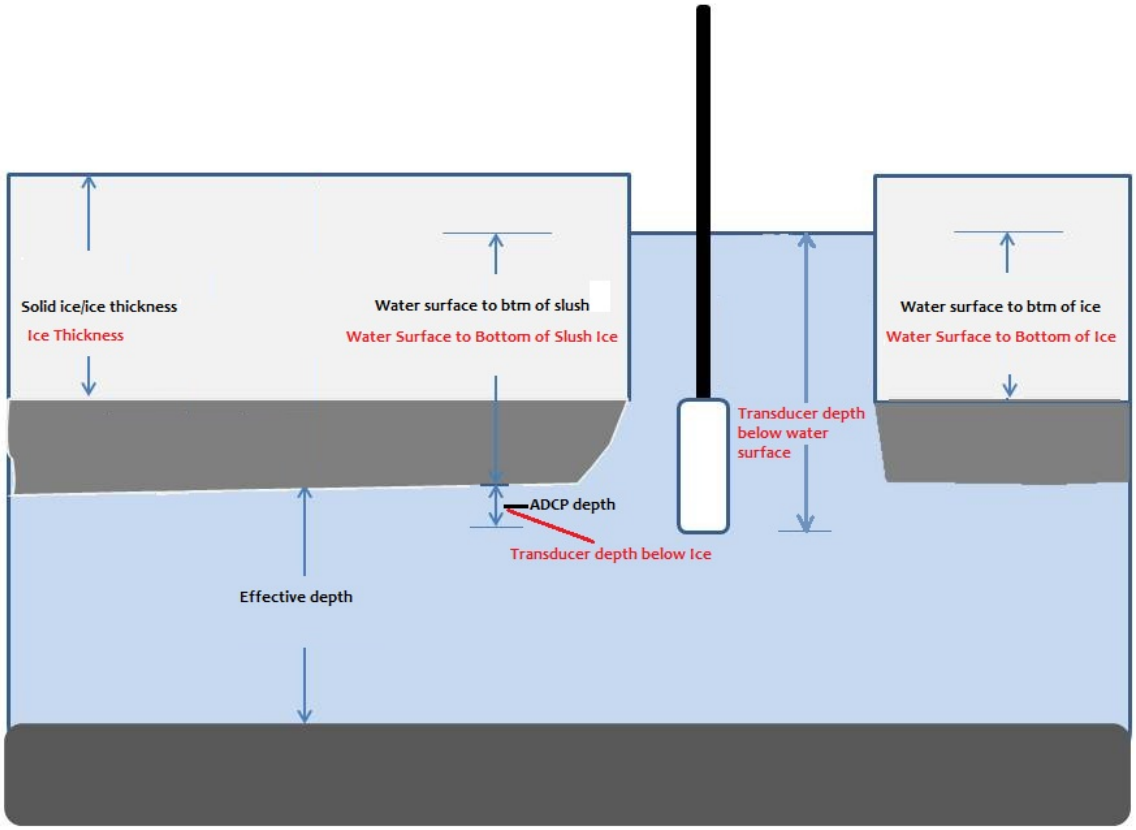

Figure 3 – Diagram of under-ice deployment
- *ADCP depth: If the mount is designed to keep a consistent offset between the bottom of the ice and the transducer, input this value as ADCP depth. In the example shown in Figure 3, a default distance of 10 cm from the bottom of the ice to the centre of transducers will be displayed at each vertical form. In most conditions it is recommended to use at least 10 cm clearance below the bottom of the ice to reduce the chances of beam obstruction. However, 5 cm may be acceptable in some cases i.e. shallow conditions or smaller transducer heads. The profile plots showing SNR or intensity levels with depth should be monitored for obstructions, seen as rapid increases within the water column. The ADCP is lowered as required if interference in the profile is observed.*